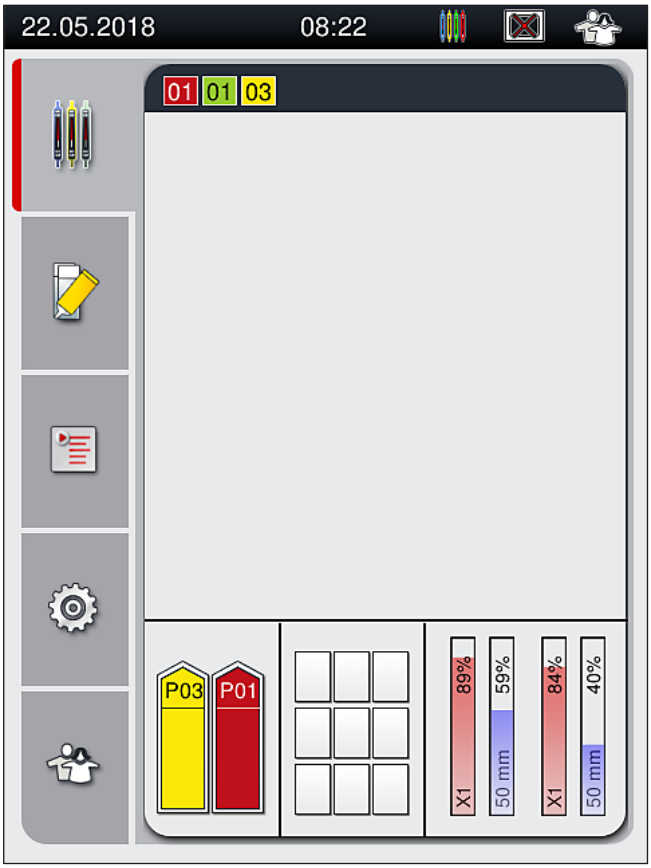

Fig. 73
7. Il colore della maniglia rilevato viene mostrato nella visualizzazione di stato del processo (→ Fig. 73).